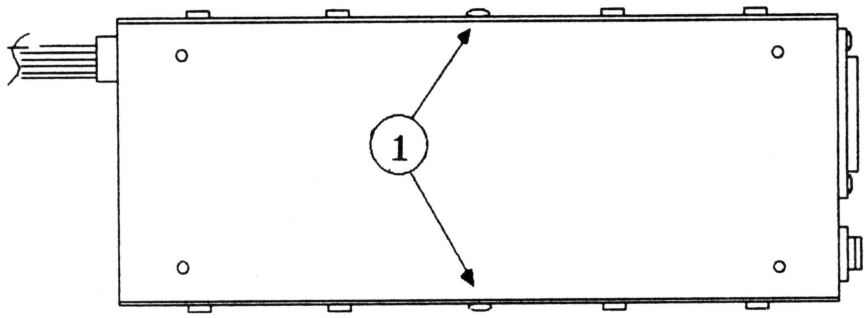

Figure 2
a. Locate the two rivets that hold the bottom plate onto the power supply (Figure 2, #1).